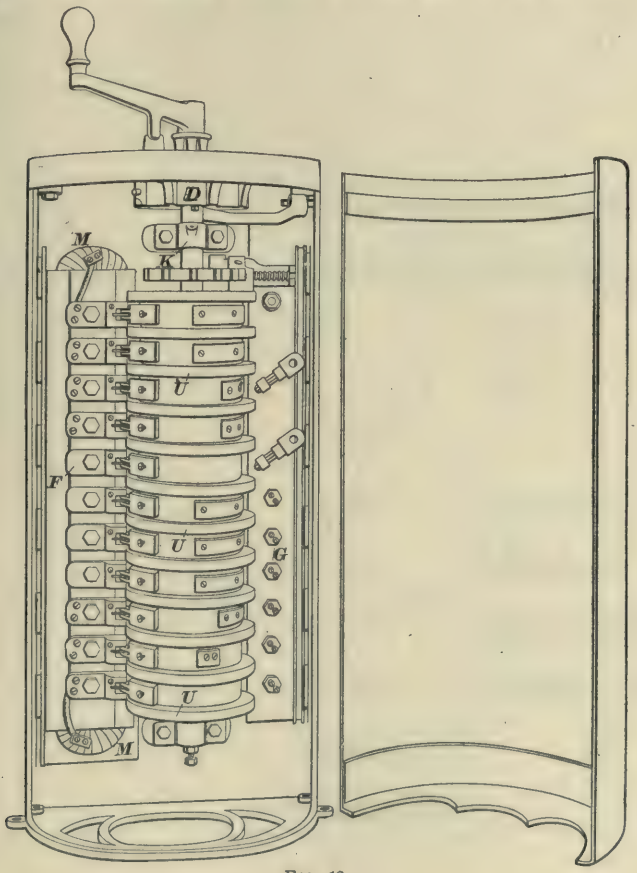

FIG. 18.
**21.** Fig. 18 shows the Westinghouse No. 38 controller, which is practically the same as the 28A, the several parts of which, together with its car-wiring diagram, will now be taken up. The Westinghouse controllers differ very much
from those made by the General Electric Company, which were considered in *Car Equipment*, Part 7. . The different sections of the power drum are separated from each other by vulcabeston insulating rings *U*, *U*, *U*, etc., as shown in Fig. 18. The reverse device, shown at *D*, is of the disk